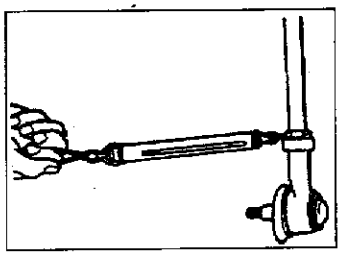

图 7－3－6
(2)用弹簧秤测量转向横拉杆摆动阻力，如图 7－3－6 所示。